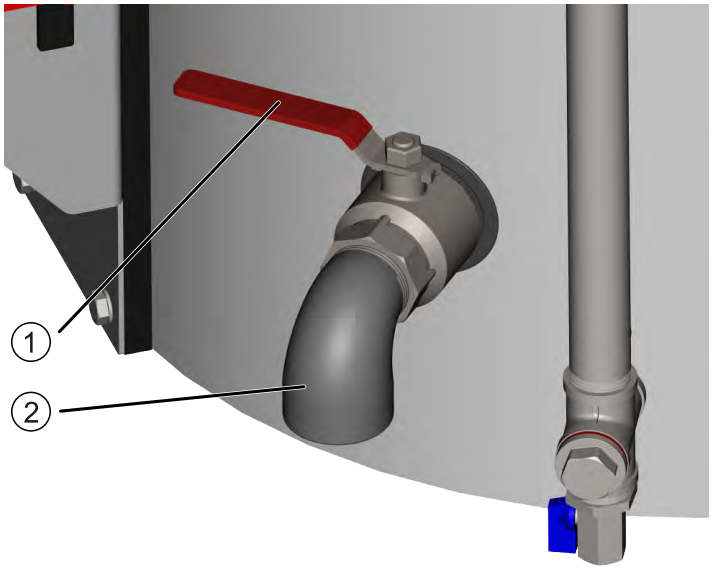

Afbeelding 20: Aftapkraan met hendel
2. Zet een geschikte opvangbak onder de mond ② van de aftapkraan (zie „Afbeelding 20: Aftapkraan met hendel“.)
3. Open de aftapkraan, door de hendel ① rechtsom te draaien (zie „Afbeelding 20: Aftapkraan met hendel“.)
5. Sluit de aftapkraan, door de hendel ① linksom te draaien naar de oorspronkelijke stand.